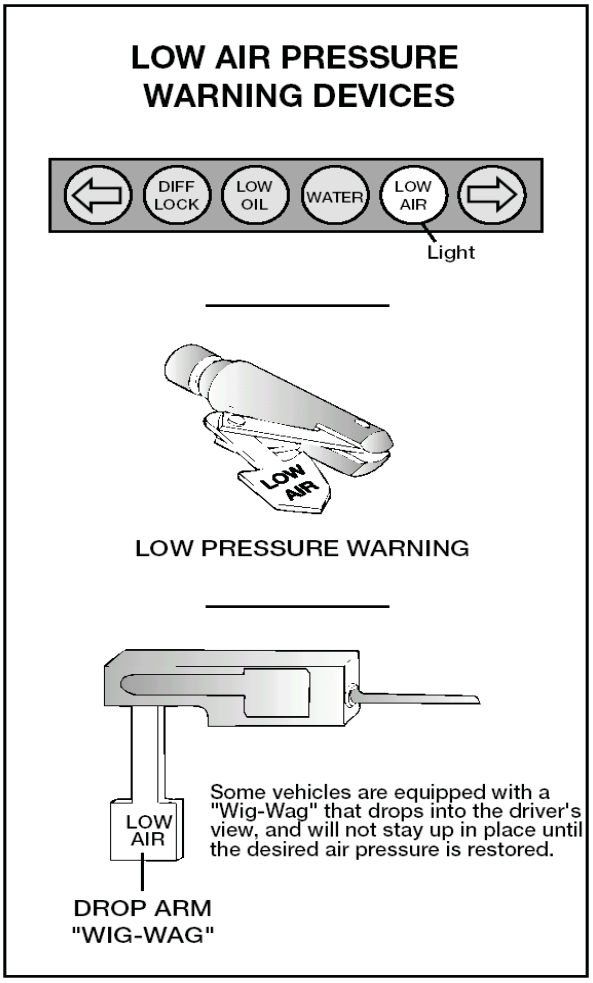

**Figure 5.5**
**Test Low Pressure Warning Signal.** Shut the engine off when you have enough air pressure so that the low pressure warning signal is not on. Turn the electrical power on and step on and off the brake pedal to reduce air tank pressure. The low air pressure warning signal must come on before the pressure drops to less than 60 psi in the air tank (or tank with the lowest air pressure, in dual air systems). See Figure 5.5.